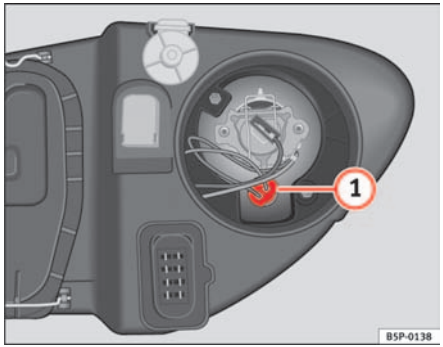

Fig. 180 Side lights
– Extract the lamp holder ⇒ fig. 180 (1) outwards.